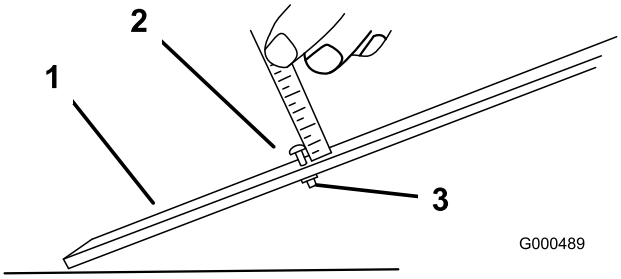

Figur 49
3. Løsne mutteren på høydemåleren (Figur 49), og fest justeringsskruen i ønsket klippehøyde. Klippehøyden er avstanden mellom bunnen av skruehodet og forsiden av stangen.